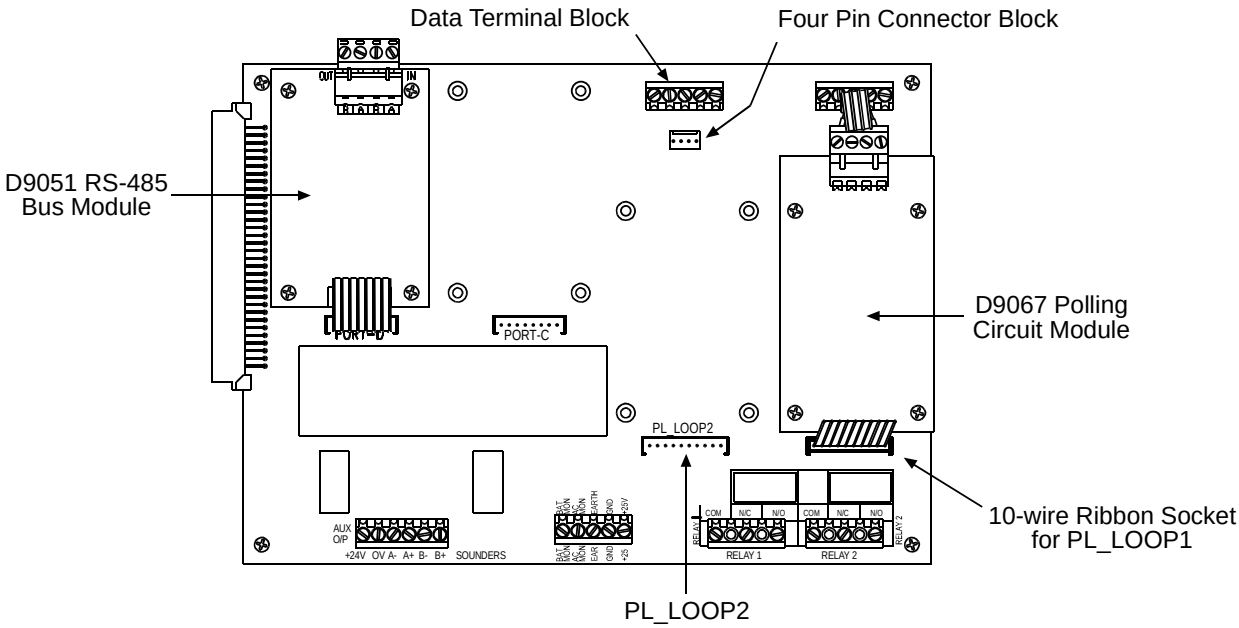

**Figure 5: D9067 Installation**
Analog devices report to the FACP over a polling circuit that connects to a D9067 Polling Circuit Module. The D8024 has two expansion slots for the D9067. See Figure 5.
1) Mount the D9067 Polling Circuit Module on the D8024 Control Module using the hardware provided with the D9067. Begin on the right side of the board in the slot labeled **PL LOOP1**. See Figure 5.
2) Connect the D9067's 10-wire ribbon to the 10-pin plug below it. The female four-wire plug at the top of the board plugs into the four-pin block below the dedicated screw terminal blocks. See Figures 5 and 6.